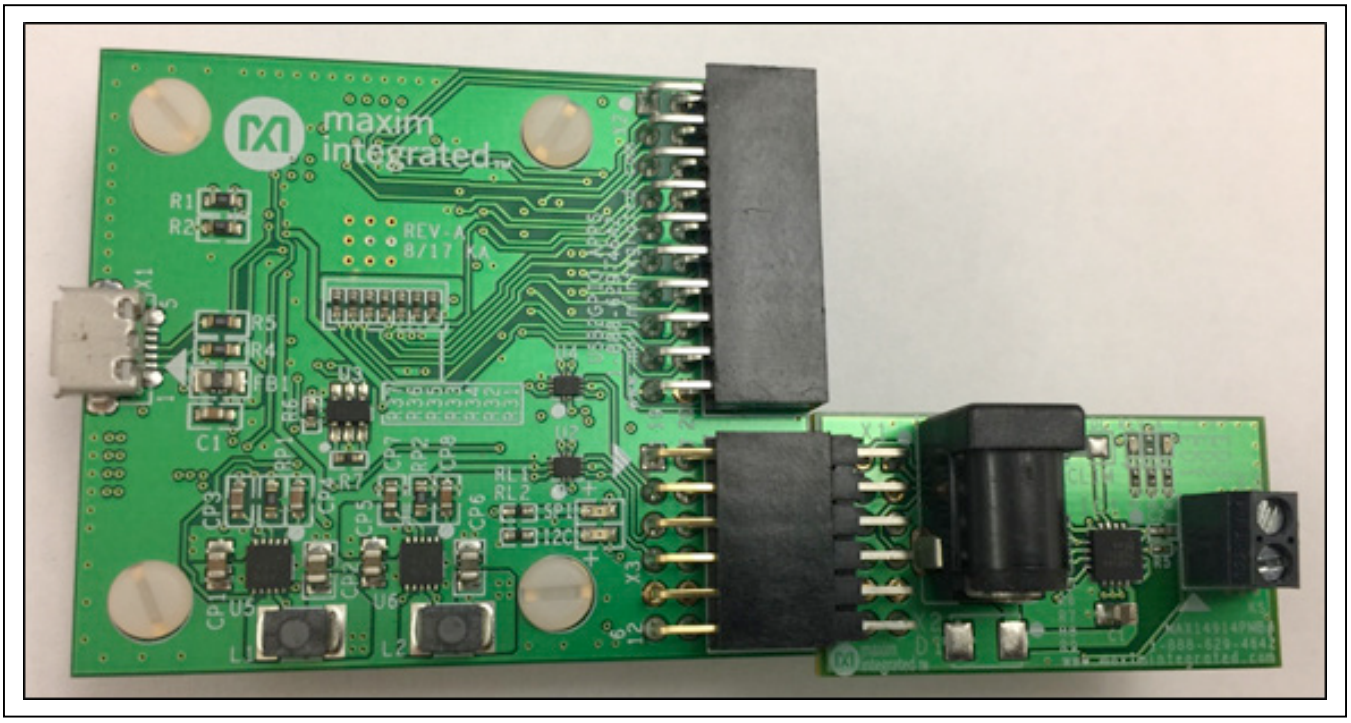

Figure 2. USB2GPIO# Board Connected with MAX14914PMB#
4) Connect the USB2GPIO# board's 2 x 6-pin, right-angle connector to the companion device's 2 x 6-pin, right-angle header, as shown in Figure 2.